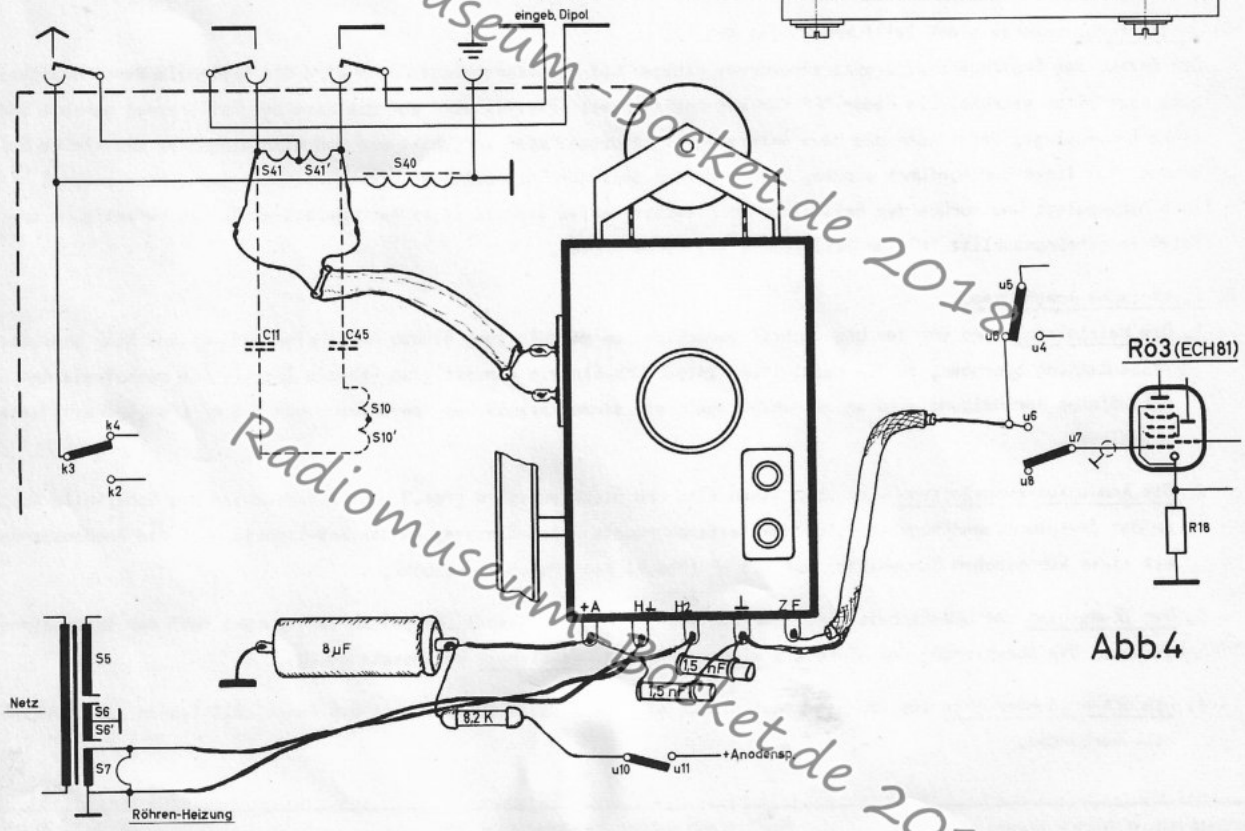

Abb.4
2. Die Anodenspannungsleitung wird über einen Elko und Siebwiderstand (Pos.5 u.6) entsprechend dem Schaltbild Abb.4 an den freigewordenen Kontakt "u10" des Tastenaggregats angeschlossen. An der UKW-Einheit wird die Anodenspannung mit einem keramischen Kondensator von 1,5 nF (Pos.4) nach Masse abgeblockt.